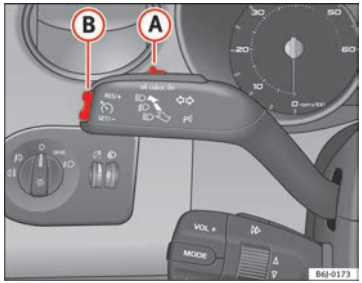

Fig. 110 Turn signal and main beam headlight lever: switch and rocker switch for the cruise control
– Move the control ⇒ fig. 110 (A) to the left to **ON**.